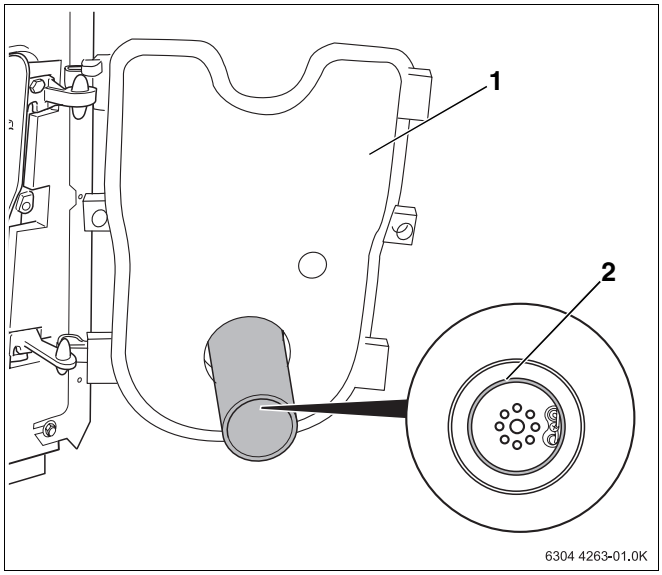

Abb. 31 Korrekten Sitz der Dichtung kontrollieren
- Bei geöffneter Brennertür (Abb. 31, **Pos. 1**) den korrekten Sitz der Dichtung (Abb. 31, **Pos. 2**) prüfen.
- Brennertür schließen (Abb. 31, **Pos. 1**) und Befestigungsschrauben der Brennertür festziehen (ca. 10 Nm).